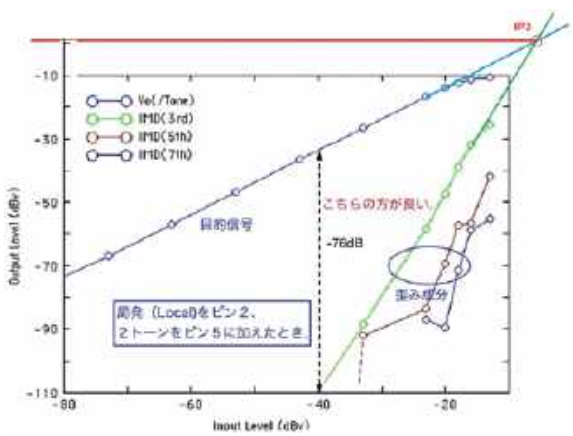

Rys. 3. Charakterystyka dynamiki układu SN16913
Układ jest oparty na koncepcji „Atlasa", czyli dwa mieszacze SN16913 pracują naprzemiennie jako mieszacz wejściowy i demodulator (RX), modulator i mieszacz wyjściowy (TX). Zastosowanie w torze przemiany tylko mieszaczy SN16913 dawało za małą dynamikę odbiornika, w związku z tym zdecydowałem się dodać wzmacniacz w torze p.cz. po filtrze kwarcowym. Filtr kwarcowy został wykonany z rezonatorów 10,7 MHz z rozbiórki filtrów FM. Transceiver zawiera wzmacniacz p.cz. na mosfecie i jest objęty układem ARW, co poprawia komfort osłuchu. Prosta synteza na Arduino Nano i Si5351 pracuje z „rewersem" VFO i BFO, dzięki temu nie potrzeba zamieniać miejscami tych sygnałów podawanych na mieszacze przez przekaźnik. Mieszacz SN16913 ma rezystancję wejście i wyjście 600 Ω dzięki czemu można go podłączyć wprost do filtru kwarcowego, nie potrzeba stosować dopasowań impedancji. Ze względu na wielkość transceivera będzie on głównie przeznaczony do pracy terenowej. Najwięcej uwagi poświęciłem układom SN16913, stosowanym przez kilku producentów sprzętu radiokomunikacyjnego. Zgodnie z przeprowadzonymi testami mieszaczy SN16913 przez JA9TTT można na nich uzyskać dynamikę 76 dB z IP3 na poziomie ok. 0–1 dBm (**rysunek 3**). Jest to wartość o 13 dBm większa niż mają popularne NE602, co daje bardzo duży skok w odporności na intermodulację w stosunku do transceiverów „antkopodobnych" opartych na układach NE602. Mieszacze te były/są wykorzystywane w transceiverach Kenwood, Yaesu, karta katalogowa jest tylko po ja-